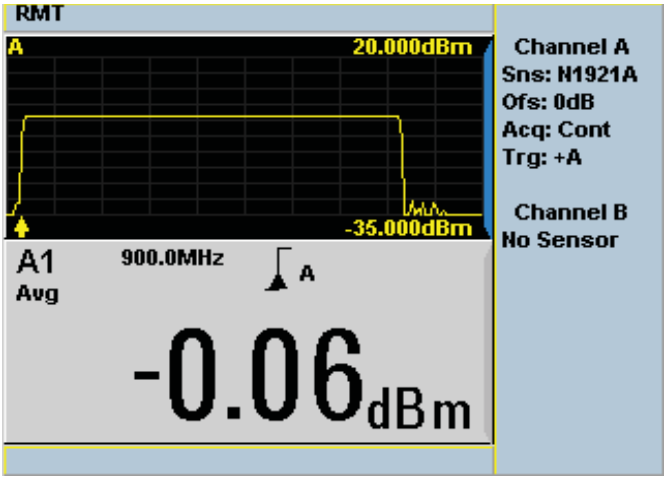

Figure 8. The display show the GSM900 data
The P-Series modular power meter is configured to show the power trace of the *GSM* signal in upper window, and average power in the Figure 8.
1. Select the GSM900 predefined preset value (See **Figure 8**).	**[Preset].** Use the arrow key to choose **{GSM900}. [Select] {Confirm}**